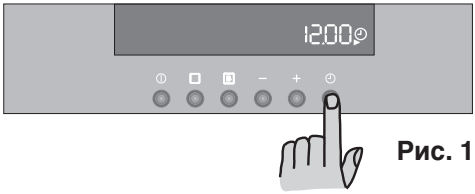
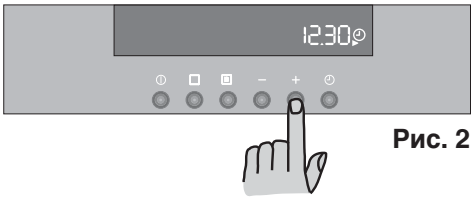

Рис. 1
Рис. 2
a) нажмите кнопку , а также, пока символ ▶ мигает (Рис. 1), установите правильное время суток, нажав кнопки "–" или же "+" (Рис. 2).